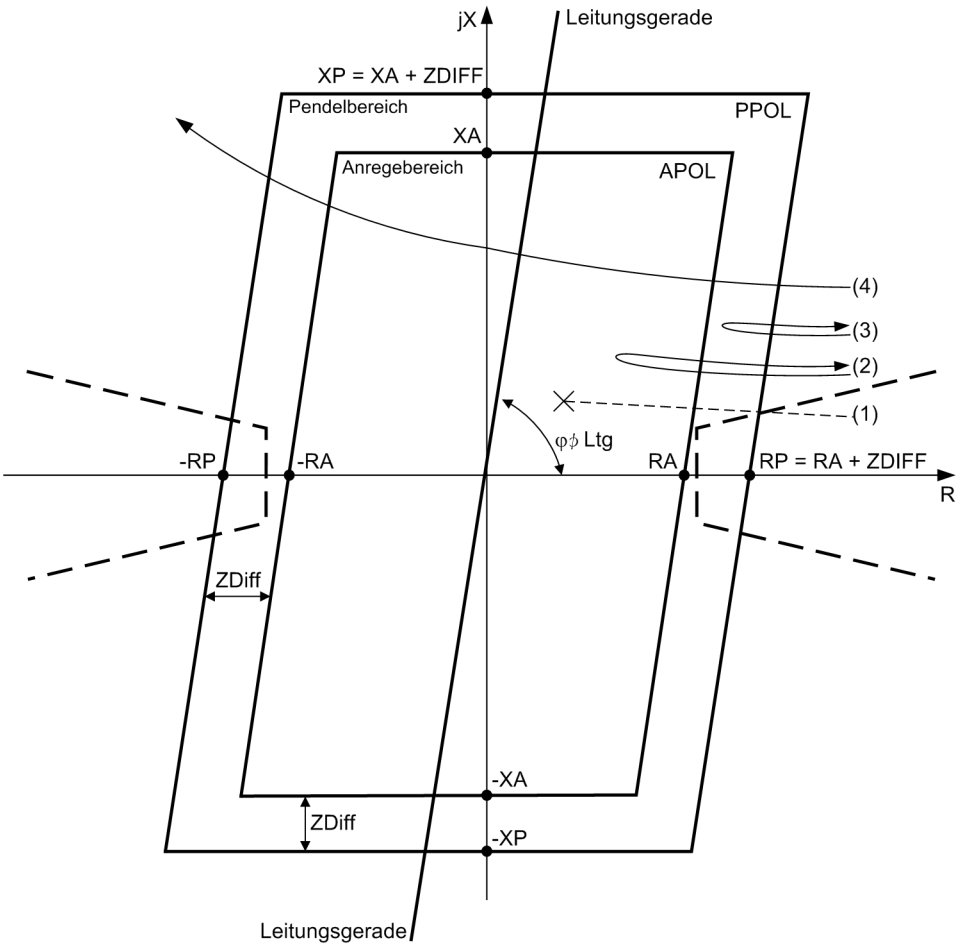

Bild 2-76 Ansprechkennlinie für die Pendelerfassung beim Polygon
Zur Erfassung einer Pendelung wird die Änderungsgeschwindigkeit der Impedanzzeiger gemessen. Die Meldung erfolgt, wenn der Impedanzzeiger in den Pendel-Messbereich PPOL (siehe Bild 2-76) eintritt und die anderen Kriterien der Pendelerkennung erfüllt sind. Der Anregebereich APOL setzt sich bei Polygoncharakteristik aus den größten Einstellwerten für R und X, bei MHO-Charakteristik aus dem größten Einstellwert für ZR aller wirksamen Zonen zusammen. Der Pendelbereich hat vom Anregebereich einen Mindestabstand Z_{Diff} von 5 Ω (bei I_N = 1 A) bzw. 1 Ω (bei I_N = 5 A) in allen Richtungen. Bei einem Kurzschluss (1) geht der Impedanzzeiger schlagartig vom Lastzustand in diesen Anregebereich. Bei einer synchronen Pendelung dagegen tritt der scheinbare Impedanzzeiger zuerst in den Pendelbereich PPOL ein und später in den Anregebereich APOL (2). Es ist auch möglich, dass ein Pendelzeiger in das Gebiet des Pendelbereiches eintritt und ihn wieder verlässt, ohne den Anregebereich zu berühren (3). Durchläuft der Zeiger das durch den Pendelbereich aufgespannte Gebiet, so sind die Teile des Netzes vom Einbauort des Schutzes aus gesehen asynchron geworden (4): Die Übertragung ist instabil.
Wenn die für die Pendelung identifizierten Impedanzzeiger die Pendelcharakteristik PPOL wieder verlassen, wird anhand der R-Komponenten kontrolliert, ob die Zeiger das gleiche Vorzeichen haben wie beim Eintritt in das Anregepolygon. Ist dies der Fall, so neigt der Pendelvorgang dazu, sich zu stabilisieren. Anderenfalls ist der Zeiger durch die Pendelcharakteristik hindurchgelaufen (Verlust des Synchronismus, Fall (4) in Bild 2-76). Eine stabile Leistungsübertragung ist dann nicht mehr möglich. Das Gerät gibt eine entsprechende Meldung ab (Nr 4163 „Pen. instabil“), vorausgesetzt, der Parameter unter Adresse 2006 **PEN-AUSLÖS** ist auf ***Nein*** eingestellt. Die Meldung Nr. 4163 „Pen. instabil“ ist ein Impuls von ca. 50 ms Länge, der auch über Ausgaberelais oder CFC-Verknüpfungen weiter verarbeitet werden kann, z.B. für einen Umlaufzähler oder Impulszähler.